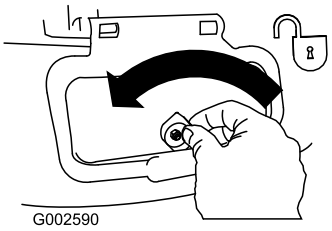

Figur 31
1. Lås sideudblæsningspladen op (Figur 31).